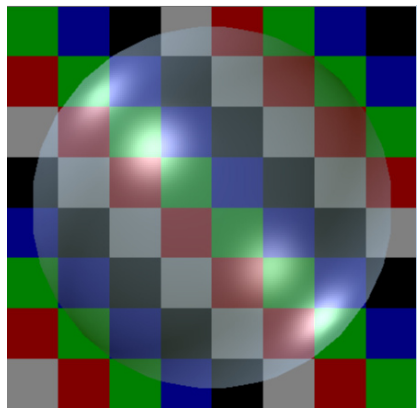

Figure 9-3 *The background displayed in the material sample slot in the* ***Material Editor*** *dialog box*
15. Choose the **Background** button located in the right side of the **Material Editor** dialog box; the background is displayed in the selected sample slot. This helps to see the effect of transparency settings in a better way; refer to Figure 9-3.